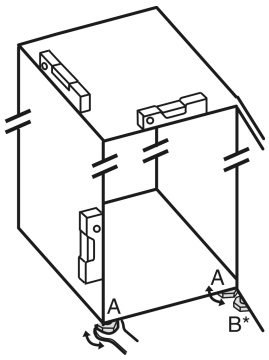

Fig. 28
- ▶ Unscrew the adjustable feet *Fig. 28 (A)* using the enclosed open-end spanner and a spirit level until the appliance is firmly aligned and level.
- ▶ Unscrew the adjustable foot *Fig. 28 (B)* on the swap bearing block with the enclosed open-end spanner until it rests on the floor.
- ▶ Turn the adjustable foot *Fig. 28 (B)* a further 90° at most to avoid damaging the door.